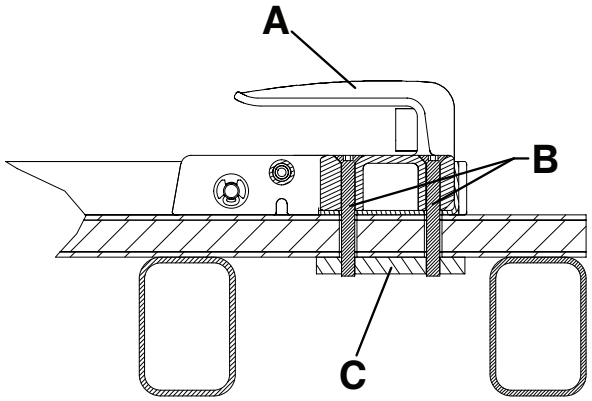
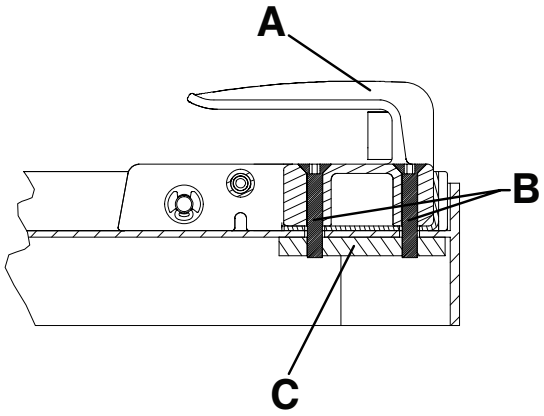

Abbildung 9 – Bodenmontage Kopfende – Ansicht 4A
Abbildung 10 – Einschubmontage Kopfende – Ansicht 4B
- Eine Stahlspannplatte (C) (oder eine gleichwertige Platte) wird zur zusätzlichen Unterstützung benötigt (nicht mitgeliefert) (Abbildung 9 oder Abbildung 10).